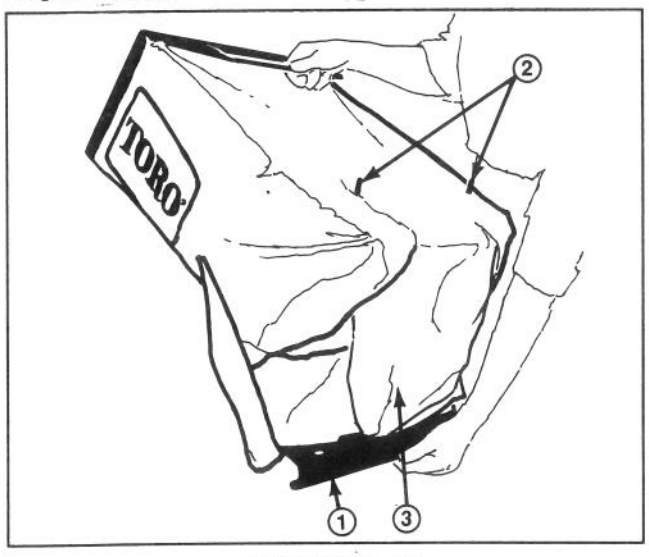

Afbeelding 14
4. LEEGMAKEN VAN DE GRASZAK—Pak de zak bij de hendel van het frame. Licht de plastic stang van de pinnen en laat de achterkant van de graszak van het frame glijden (fig 14). Licht de klep achterop de graszak op. De voorkant van de zak langzaam opheffen en de zak leegschudden.